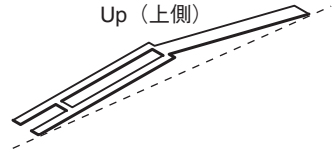

Fig. 29-1（図 29-1）
* ***Be careful of the direction of the spring. It should be installed with its projecting end facing upward. (Fig. 29-1)***
※ **スプリングの向きに注意してください。スプリングは、図 29-1 のように上側が凸になるように取り付けます。**